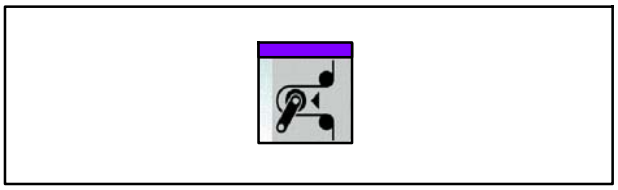

Fig. 190 Touche Enclencher/couper la tension de bande
2. Appuyer sur la touche Enclencher/couper la tension de bande (Fig. 190) pour couper la tension de bande